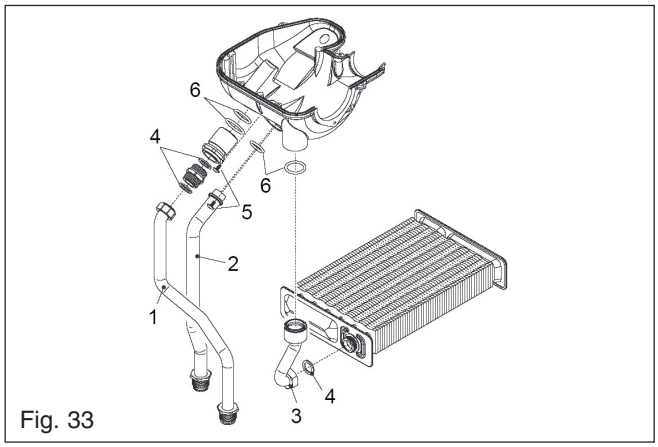

Fig. 33
6.28.1 LATENT HEAT COLLECTOR fig. 33/34/35